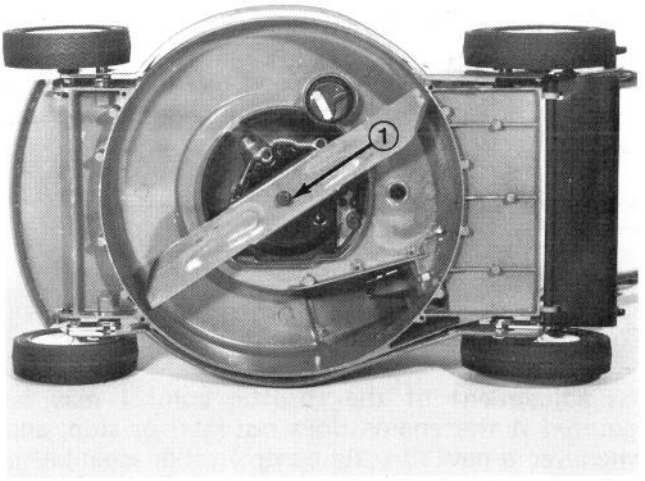

Figure 30
4. Grasp end of blade using a rag or thickly padded glove. Remove capscrew, lockwasher and blade (Fig. 30).
2. Tip mower on its right side (Fig. 30).